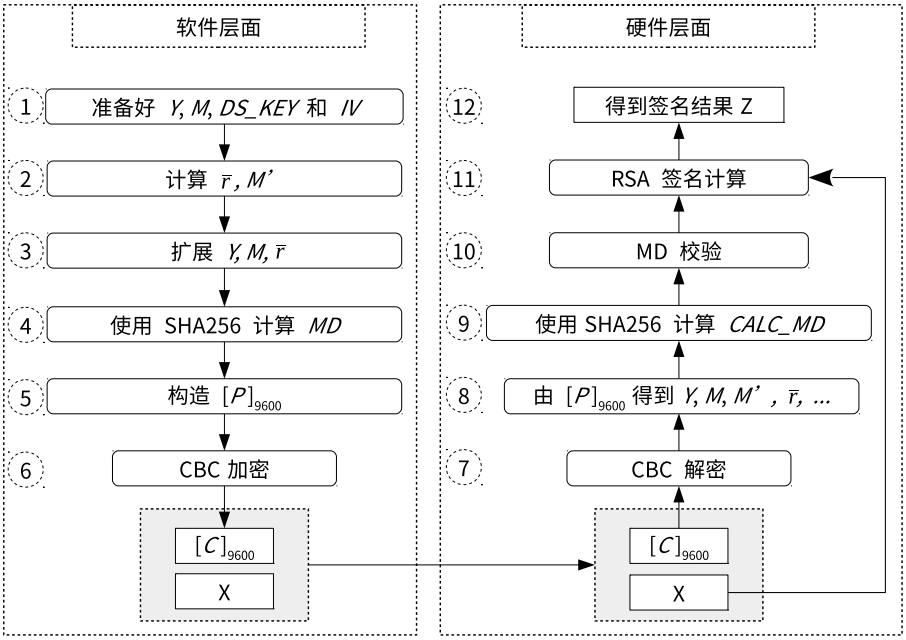

图 24-1. 软件准备工作与硬件工作流程
如果用户想使用 DS 模块进行数字签名，则需要提前做好软件准备工作，如图 24-1 所示。图中左半部分列出了在硬件开始 RSA 签名计算之前，软件需要做的准备工作。图中右半部分则列出了硬件在整个签名计算的过程中的计算流程。
> 1. 即便有多次签名计算，也只需进行一次软件准备工作（图 24-1 左侧），但每一次签名计算都需要重新进行硬件运算（图 24-1 右侧）。
用户需要依照图 24-1 左侧中指定的步骤来计算 C。详细的过程描述如下：
1. **解析阶段，即图 24-1 中的步骤 7 和步骤 8**
解析过程是图 24-1 中步骤 6 的逆过程。DS 模块将调用 AES 硬件加速器以 CBC 块模式对输入的密文信息 C 进行解密，获取明文信息。该过程可以表示为 P = AES-CBC-DEC (C, DS_KEY, IV)，其中，IV 就是 $[IV]_{128}$，由用户直接指定；$[DS_KEY]_{256}$ 由硬件 HMAC 提供，通过存储在 eFuse 中的 $HMAC_KEY$ 得到，软件无法获取。
2. **校验阶段，即图 24-1 中的步骤 9 和步骤 10**
DS 模块会执行两种校验操作：MD 校验和填充 (padding) 校验。由于填充校验和 MD 校验同步进行，因此填充校验未在图 24-1 中体现。
3. **计算阶段，即图 24-1 中的步骤 11 和步骤 12**